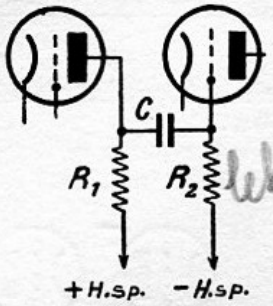

Fig. 55. Koppeling door weerstanden en capaciteit. R_1 = plaatweerstand; C = koppelingscondensator; R_2 = lekweerstand.
veranderlijke spanningen. We kunnen ze heel gemakkelijk overbrengen door middel van de capaciteit van een condensator C, die tusschen den weerstand R_1 en het rooster van de tweede lamp wordt geplaatst (fig. 55). Op die manier wordt het rooster geïsoleerd voor de hooge positieve gelijkspanning, terwijl de wisselspanningen vrijen toegang tot dat rooster hebben.
W. — Dat hangt er van af... Ze hebben ieder hun voor- en nadeelen. De weerstandskoppeling heeft het bezwaar van den voortdurenden gelijkspanningsval, die in de weerstand R_1 ontstaat (fig. 55). Op die manier blijft er op de anode slechts een gedeelte over van de totale spanning van de stroombron. Daarentegen kan de gelijkstroomweerstand van een inductantie klein genoeg gehouden worden en zal bijgevolg het gelijkspanningsverlies gering zijn. Maar aan den anderen kant heeft de inductantie-koppeling het bezwaar, dat niet alle musicale frequenties in dezelfde mate versterkt worden.